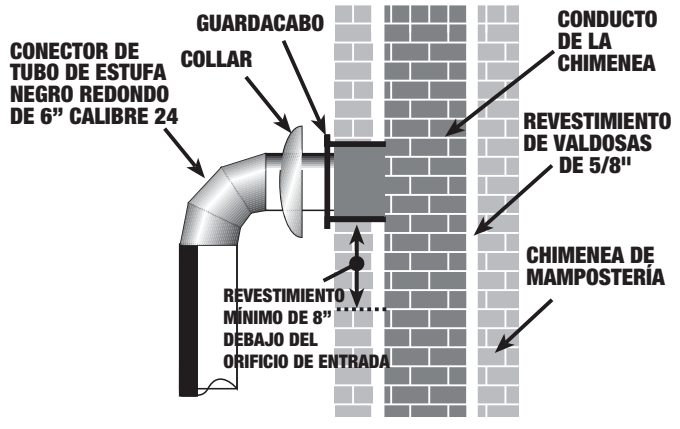

Figura 11 Conexión a chimenea de mampostería
- Debe estar instalado de manera que su extremo quede al ras con el revestimiento de la chimenea (consulte la Figura 11 en la página 10).
6. Instale el tubo de la estufa de manera que quede lo más adentro posible del guardacabo, sin que sobresalga del revestimiento de la chimenea (nuevamente, consulte la Figura 11 en la página 10).